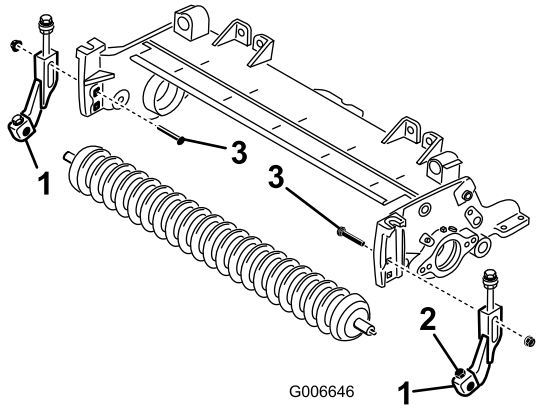

Bild 6
11. Zentrieren Sie die Rolle zwischen den Schnitthöhenhalterungen und arretieren Sie sie mit den Kopfschrauben und Sicherungsmuttern an den Halterungen (Bild 6).